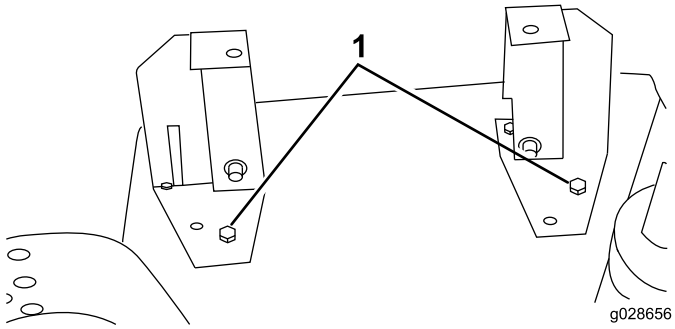

Figur 12
4. Använd fästet som mall och markera det tredje monteringshålets position (vänster bak) (Figur 12).
7. Borra ett hål som är 9,5 mm i diameter för varje fäste och fäst med en huvudskruv (5/16–18 x 3/4 tum) och låsmutter (Figur 12).